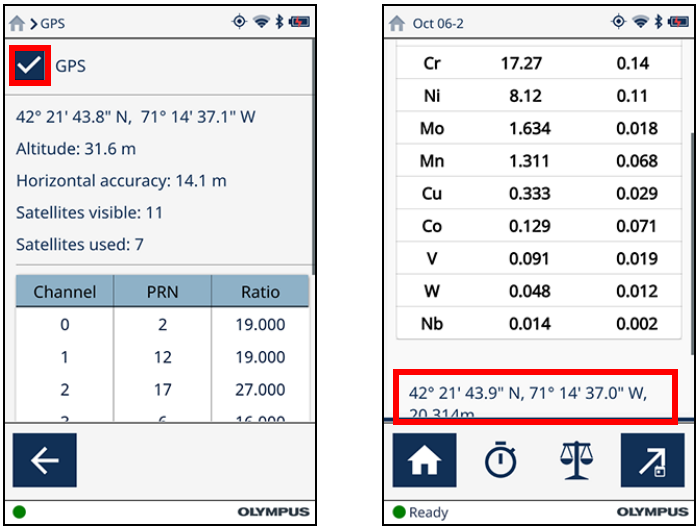

Рис. 4-11 Экран GPS (слева), координаты GPS на экране В реал. врем. (справа)
2. Поставьте флажок для активации GPS (см. Рис. 4-11 на стр. 121, слева).
Экран В реал. врем. будет отображать координаты вашего текущего местоположения (см. Рис. 4-11 на стр. 121, справа).